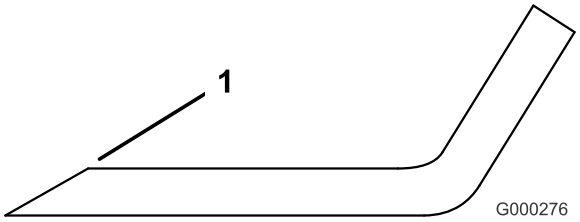

Figur 95
1. Bruk en fil til å slipe eggen i begge ender av kniven (Figur 95).